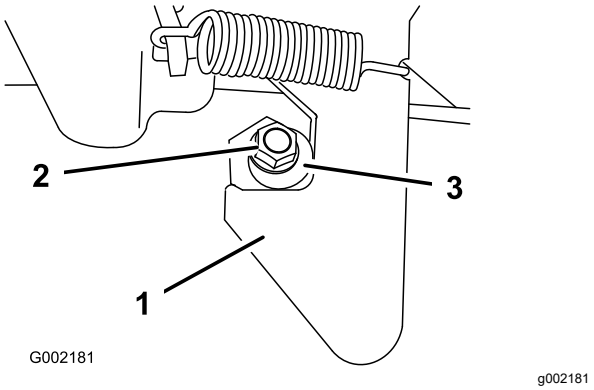

Figuur 60
1. Draai de borgmoer op het uiteinde van de vergrendelstang los (Figuur 60).
2. Draai de vergrendelstang rechtsom tot deze stevig tegen het gehaakte gedeelte van de vergrendeling aandrukt (Figuur 60).